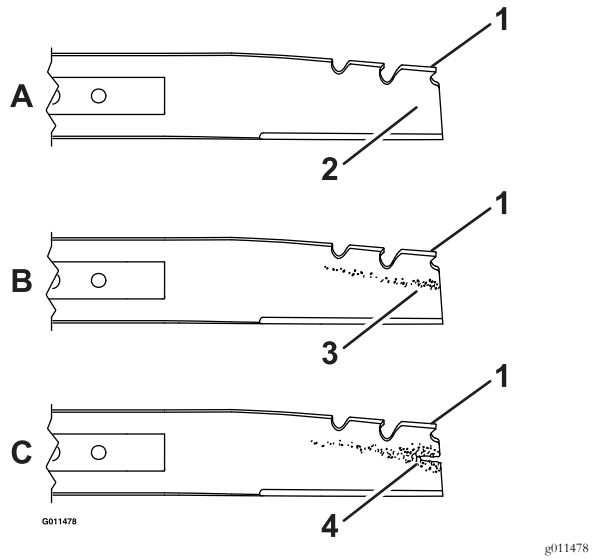

Figure 19
4. Inspect the blades for sharpness and wear, especially where the flat and the curved parts meet (see Figure 19). Because sand and abrasive material can wear away the metal that connects the flat and curved parts of the blade, check the blade before using the lawn mower. If you notice a slot or wear (Figure 19B and Figure 19C), replace the blade.